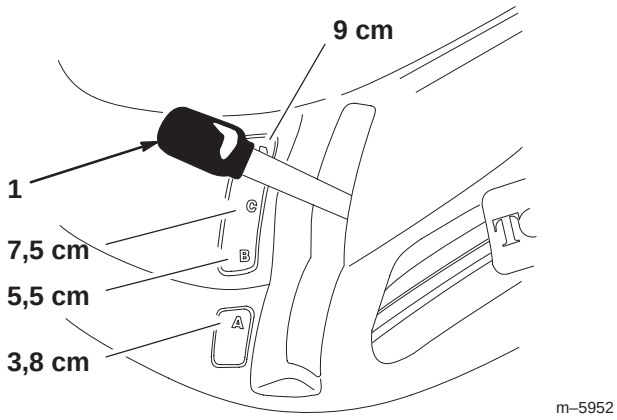

Figure 5
2. Tirez le levier de hauteur de coupe (relevage du plateau de coupe), sélectionnez la position souhaitée, puis relâchez le levier lentement jusqu'à ce qu'il reste dans l'encoche (Fig. 5).